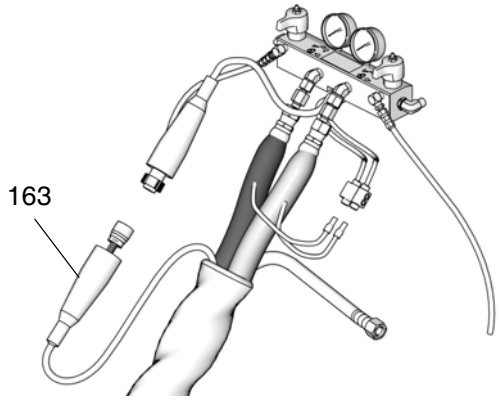

図 72:FTS ケーブルを外します
2. プロポーショナーの FTS ケーブル (163) を外します。図 72 を参照してください。